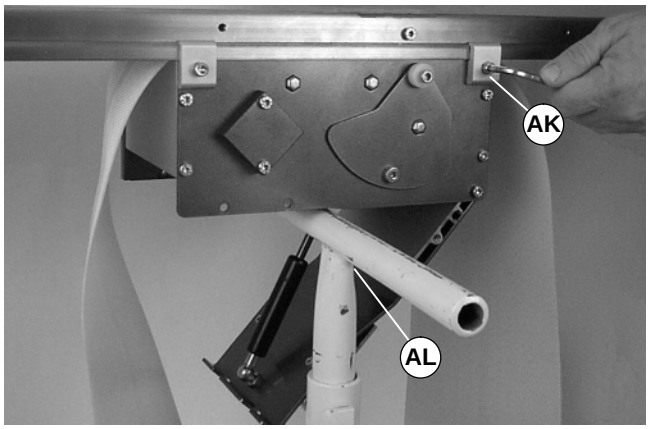

Abbildung 26
Vor dem Lösen der Halterungen (AK siehe Abbildung 26) eine Stütze (AL) unter dem Mittenantriebsmodul anbringen.
1. Die Halterungsschraube (AK siehe Abbildung 26) in jeder Ecke des Moduls lösen.
5. Das Mittenantriebsmodul auf den Förderer setzen, und Halterung (AK siehe Abbildung 26) in jeder Ecke befestigen. Die Schrauben mit 9 Nm festziehen.